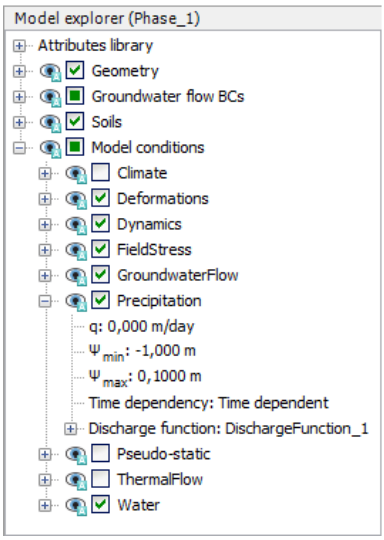

Figure 11.8 *Precipitation* in the *Model explorer*
- For the precipitation select the *Time dependent* option in the corresponding drop-down menu and assign the defined function (Figure 11.8).